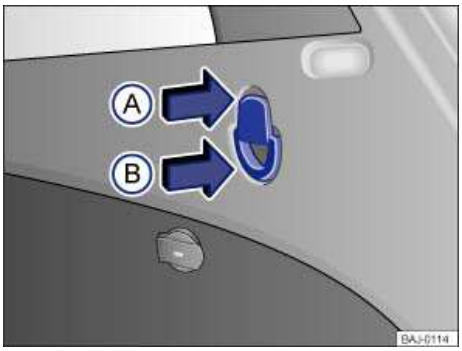

**Fig. 102** In the luggage compartment: Shopping bag hooks.
- Push in the direction of the arrow ⇒ fig. 102 (B). The shopping bag hook folds out.
- Push in the direction of the arrow (A). Eyelet for attaching the luggage net folds out.